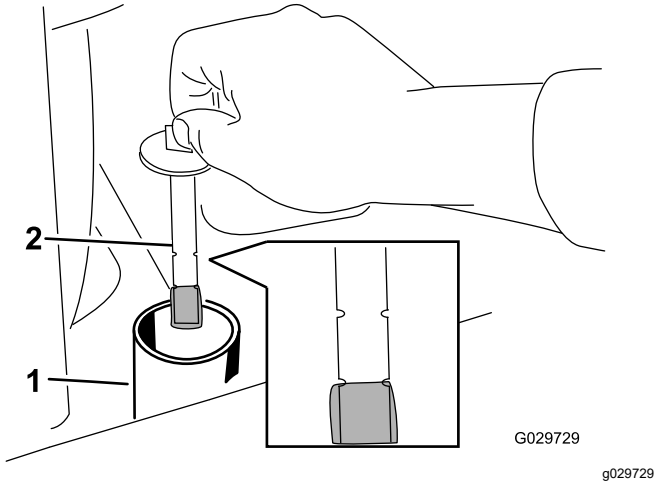

Figuur 71
8. Verwijder de dop van de vulbuis en controleer het vloeistofpeil op de peilstok (Figuur 71).